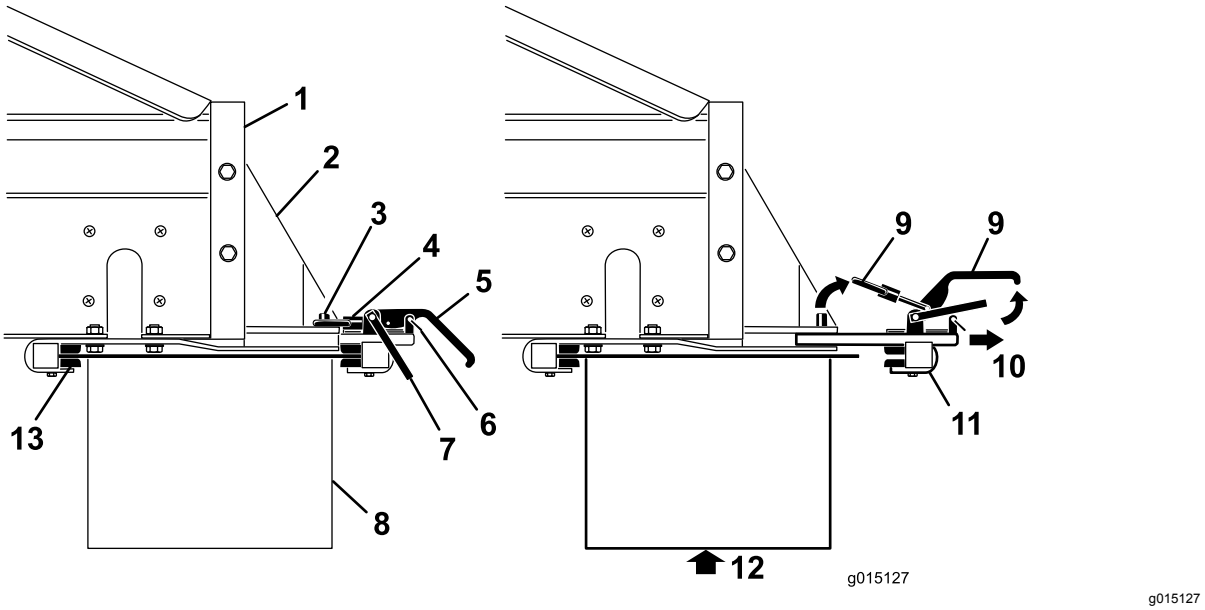

Figur 40
1. Fjern sikkerhedslåseclipsene fra klemmehåndtagene (Figur 40).
2. Løft sikkerhedslåsen. Løft derefter klemmehåndtagene til ekstraudstyret, og frigør låseringene fra låsestifterne (Figur 40).
3. Skub klemmehåndtagsenheden til bagsidens udstyr ud af lynmonteringsåbningerne (Figur 40).
4. Få nogen til at hjælpe med at skubbe den forreste kant af den dobbelt spinder op under bagsiden af maskinen og ind i de forreste klemmer på beslaget (Figur 40).
5. Understøt den dobbelte spinder, og flyt klemmehåndtagsenheden til bagsidens ekstraudstyr tilbage i åbningerne i beslagene og over bagkanten (Figur 40).
7. Monter sikkerhedslåseklipsene på klemmehåndtagene (Figur 40).